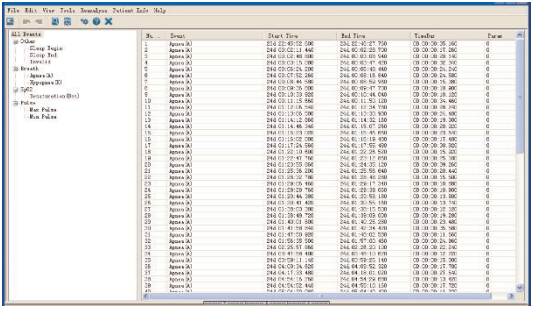

Abb. 5-4-6
4. Wenn Sie die Option „EventList View“ wählen, wird die Schnittstelle wie in Abb. 5-4-6 gezeigt. Die Ereignisart wird links gezeigt. Dieses System ist in vier Arten unterteilt: Andere, SpO2, Atem und Puls. Markieren Sie den Namen, die Start- und Endzeit der Markierung und das Intervall rechts angezeigt. Klicken Sie auf „All events“, dann wird die Markierung aller Ereignisse in der rechten Liste angezeigt. Mit Microsoft Office 2003 oder höher Version.